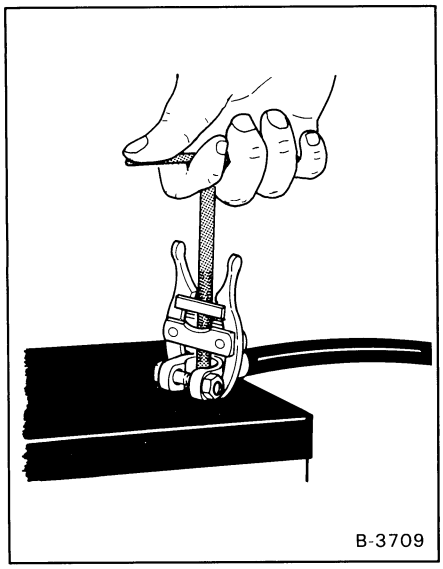

Fig. 1—30 Removing the Cable
(1) Remove the battery cables (negative cable first) (Fig. 1—30). Remember the position of the positive terminal and the negative terminal so you can connect the cables correctly after the new battery is installed.
(2) Remove the batteries' hold down clamps (Fig. 1—31). Remove the batteries from the engine compartment.